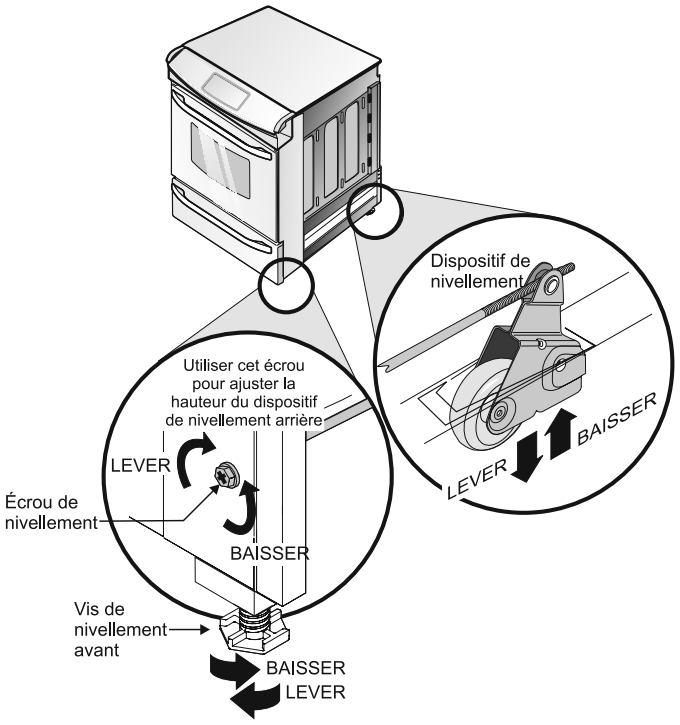

Figure 9
2. Ajustez les pieds de l'appareil, comme décrit plus loin, jusqu'à ce que le dessous de la surface de cuisson s'appuie délicatement sur le dessus du comptoir et soit à niveau (Figure 9).